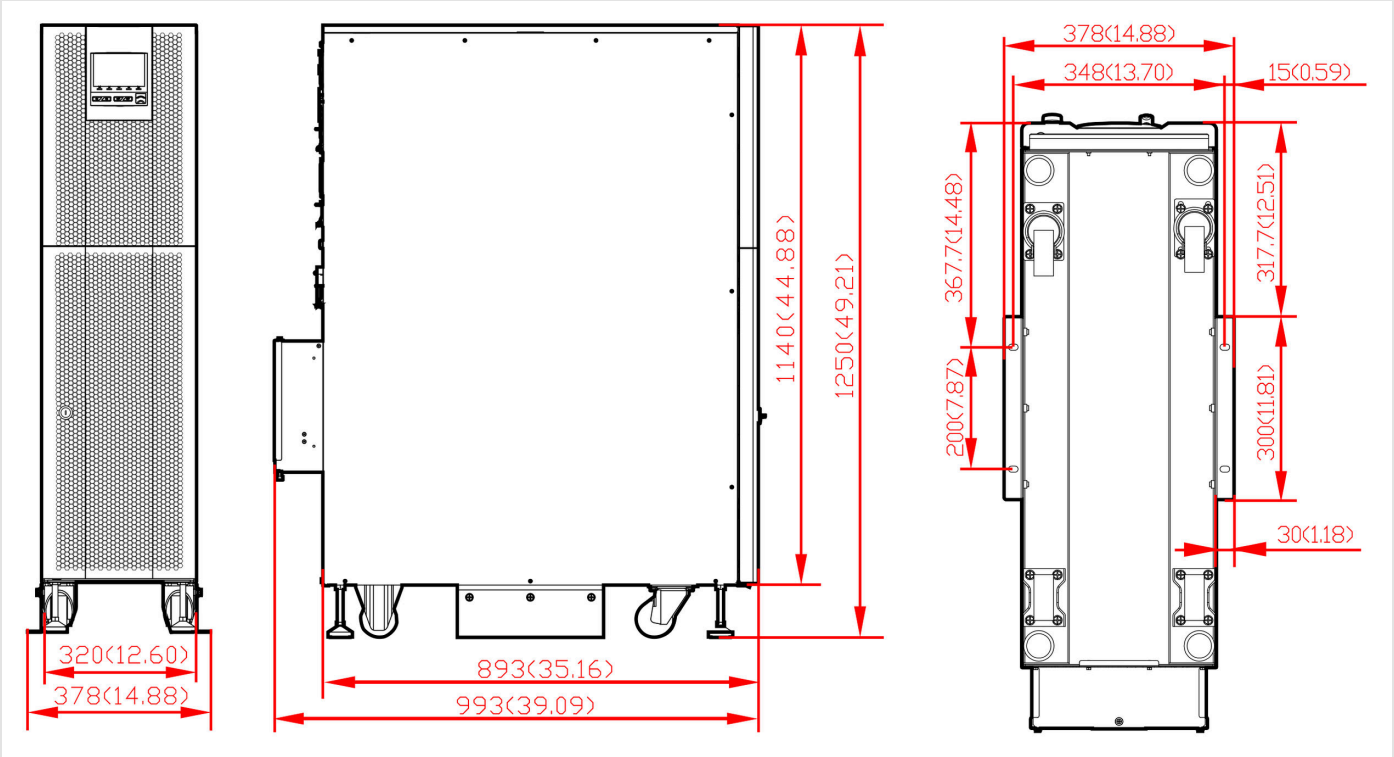

FIGURE 4-8 Dimensions in mm (in) — front view, side view and base mounting holes (bottom view)
1. Plan the position from the UPS dimensions (Figure 4-8) and the clearances in Section 4.3.
2. Drill four 0.39 in (10 mm) holes in the floor with a hammer drill, at the positions of the base mounting holes (Figure 4-8; tolerance ±0.08 in / ±2 mm), and fit M8 expansion anchors (Figure 4-9).